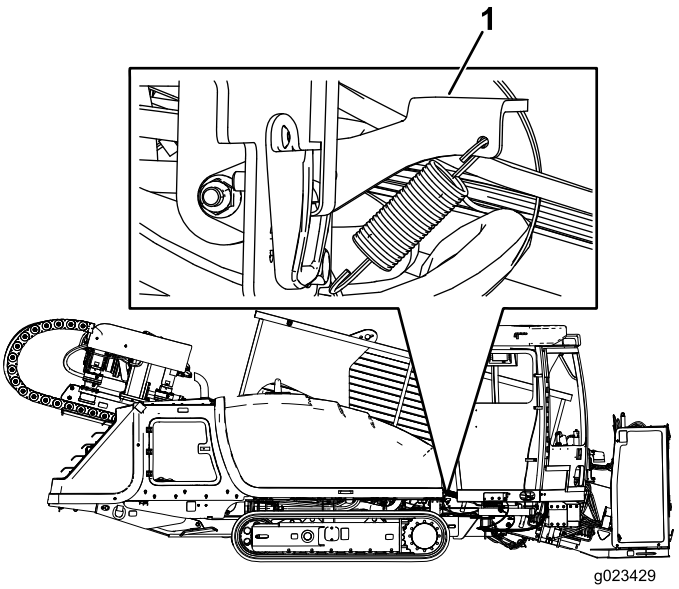
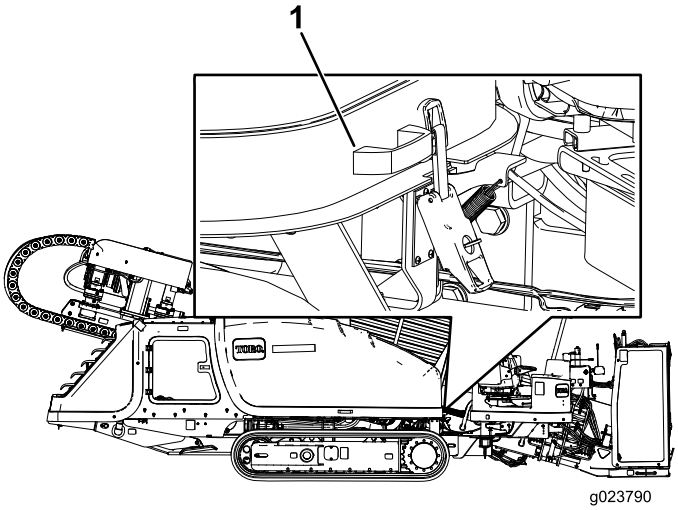

Rysunek 67
Rysunek 68
3. Pociągnąć do góry zatrzask maski silnika w sposób pokazany na Rysunek 67.
4. Trzymając zatrzask maski silnika (Rysunek 67) uniesiony, pociągnąć w górę uchwyt w sposób pokazany na Rysunek 68.